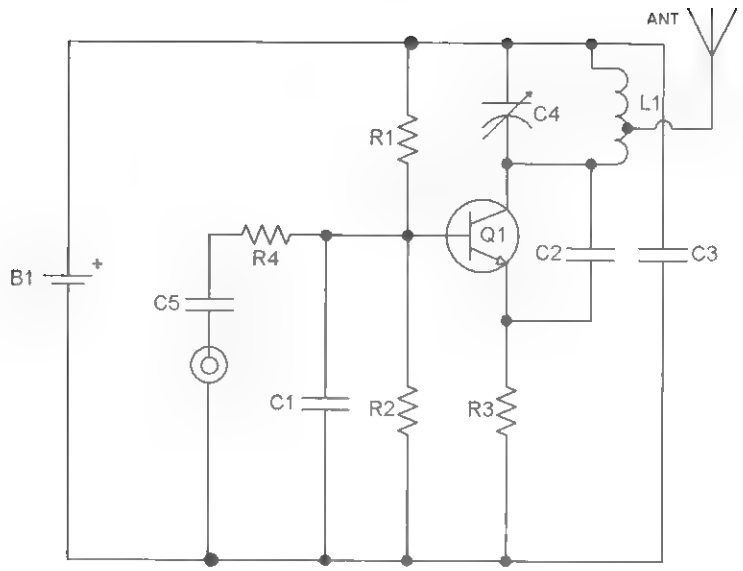

Figure 21-2 *Circuit schematic*
The parts for this project are listed in Table 21-1. Transistor Q1 forms a relatively stable *radio-frequency* (RF) oscillator whose frequency is determined by the value of coil L1 and tuning capacitor C4. The C4 setting determines the desired operating frequency and is in the standard FM broadcast band with tuned circuit design favoring the high end up to 110 MHz. Capacitor C2 supplies the necessary feedback voltage developed across emitter resistor R3 in the emitter circuit of Q1, sustaining an oscillating condition. Resistor R1 and R2 provide the necessary bias of the base emitter junction for proper operation, while capacitor C1 bypasses any RF to ground fed to the base circuit. Capacitor C9 provides an RF return path for the tank circuit of L1 and C4 while blocking the DC supply voltage fed to the collector of Q1 (see Figure 21-2). R4 is connected in series with DC-blocking capacitor C5 to the input cable and plug.
8. If a multimeter or 50-milliamp meter is available, connect it in series with a battery lead. This can be done by removing one of the clip fasteners and connecting the meter to one of the free contacts, as shown in Figure 21-2. The meter should read 5 to 7 milliamps. Pick up a short piece of bare wire and touch coil L1. Touch it a turn at a time, starting from the C3